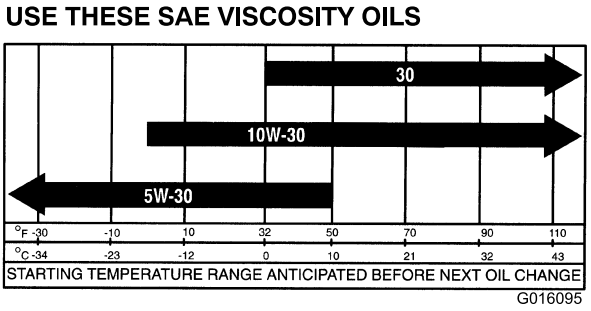

**Figuur 44**
**Viscositeit motorolie:** 10W-30; kies een motorolie met een viscositeit die overeenstemt met de omgevingstemperatuur in de tabel in Figuur 44.